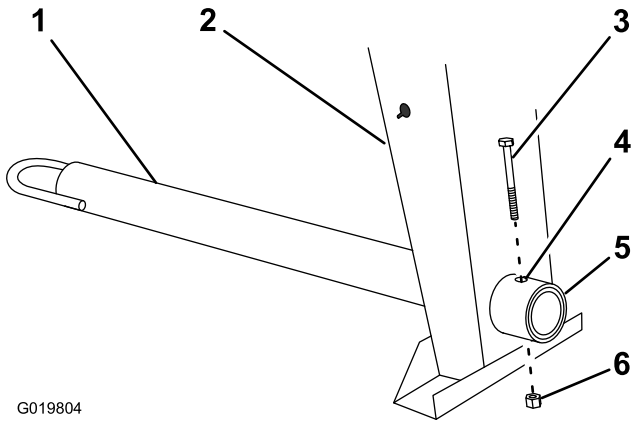

Figura 3
1. Retire el perno y la tuerca de la barra de tracción (Figura 3).
2. Deslice la barra de tracción hacia adelante y alinee el taladro de la barra con el taladro del acoplamiento del bastidor (Figura 3).
3. Introduzca el perno a través de los taladros del acoplamiento y de la barra (Figura 3).
4. Enrosque la tuerca en el perno y apriételos hasta que queden apretados contra el acoplamiento del bastidor (Figura 3).